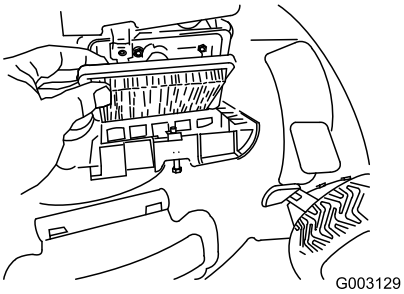

Figur 34
4. Sett på dekslet igjen (Figur 34).